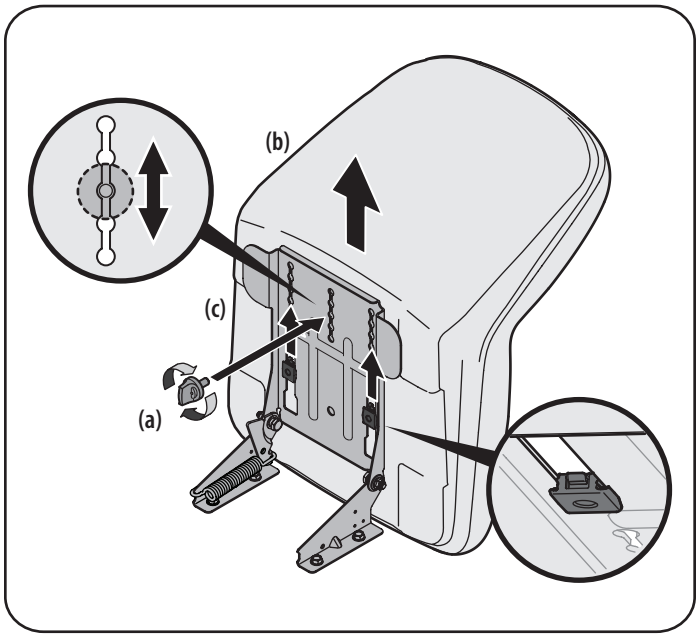

Figura 6
3. Deslice el asiento (b) hacia atrás en el soporte de pivote del asiento (c), alineando la ranura trasera central del soporte de pivote del asiento (c) con el orificio restante de la base del asiento (b). Consulte la Figura 6.
NOTA: Asegúrese que las dos lengüetas del asiento se enganchan en el soporte de pivote del asiento, como se muestra en el recuadro inferior derecho de la Figura 6.
4. Seleccione la posición deseada del asiento (b) y fíjelo con la perilla de ajuste (a) que retiró en el Paso 1. Consulte la Figura 6.
5. Para ajustar la posición del asiento, retire la perilla de ajuste (a) que está en la parte inferior del asiento (b). Deslice el asiento (b) hacia adelante o hacia atrás, según lo desee. Vuelva a colocar la perilla de ajuste (a). Consulte la Figura 6.